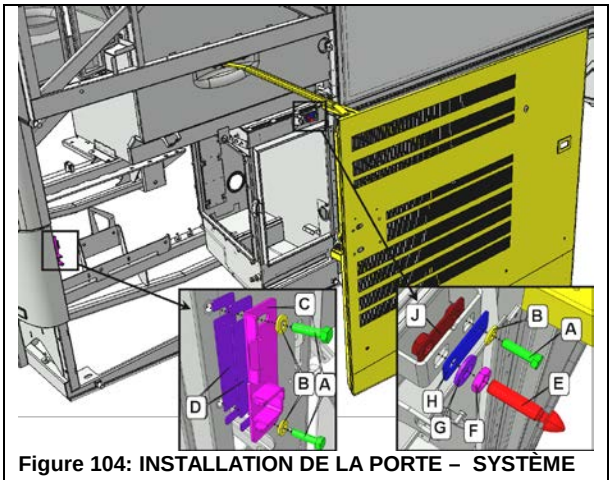

Figure 104: INSTALLATION DE LA PORTE – SYSTÈME DE LOQUET
1. Pour ajuster la position, la porte doit pouvoir bouger librement. Vous devrez donc enlever la goupille E et la plaque de butée C (Figure 104).